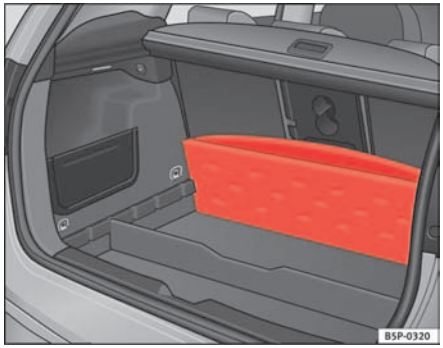

Fig. 103 Variable stowage area in the luggage compartment floor
– Lift the luggage compartment floor and fold it back all the way ⇒ fig. 103.